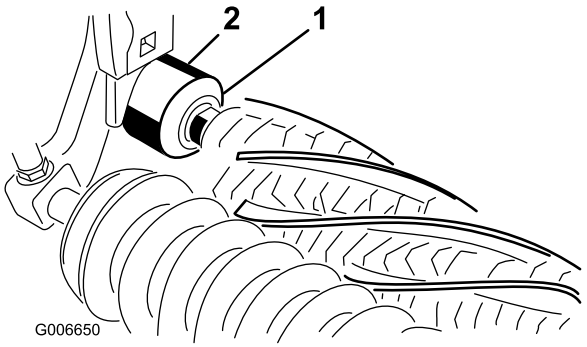

Bild 10
19. Stellen Sie sicher, dass die Dichtungslippe an jeder Abschlussdichtung das Lagergehäuse etwas berührt (Bild 10).